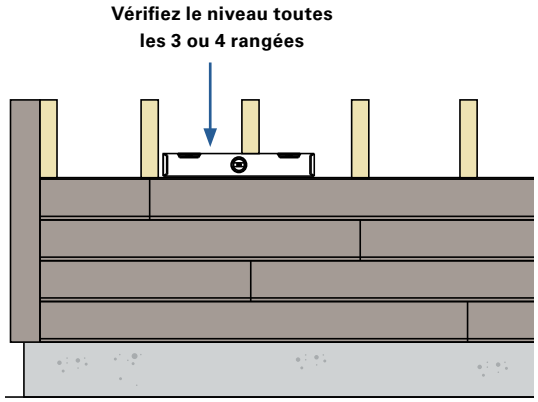

Fig. 28
- Vérifiez le niveau des planches toutes les 3 ou 4 rangées. Une différence de 0,16 cm (1/16 po) à 0,3175 cm (1/8 po) est considéré comme acceptable. *(Voir la figure 28)*